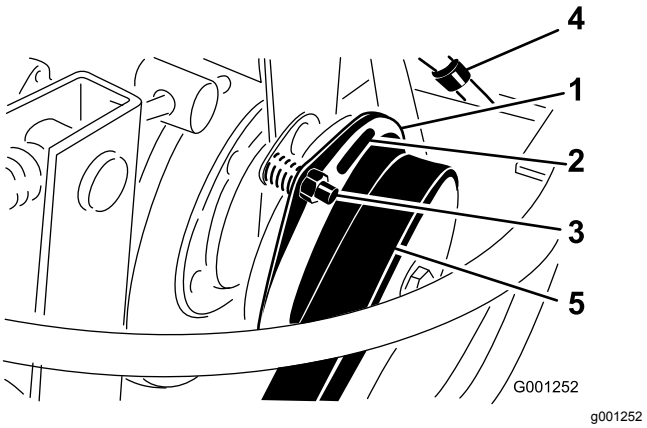

Figuur 74
3. Stel de elektrodenafstand zodanig in dat u een lichte druk voelt als u een voelermaat van 0,4 mm tussen de koppelingsvoering en de frictieplaat schuift (Figuur 74).
Opmerking: U kunt de afstand verkleinen door de stelmoer rechtsom te draaien (Figuur 74). De maximale elektrodenafstand is 0,7 mm. Stel alle 3 elektrodenafstanden af.